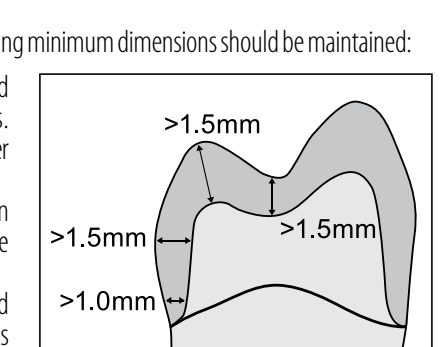

Fig. 1
- Minimum wall thickness should be 1.5 mm, 1.0 mm at margins. Prepare margins with deep chamfer or rounded shoulder (Figure 1.).